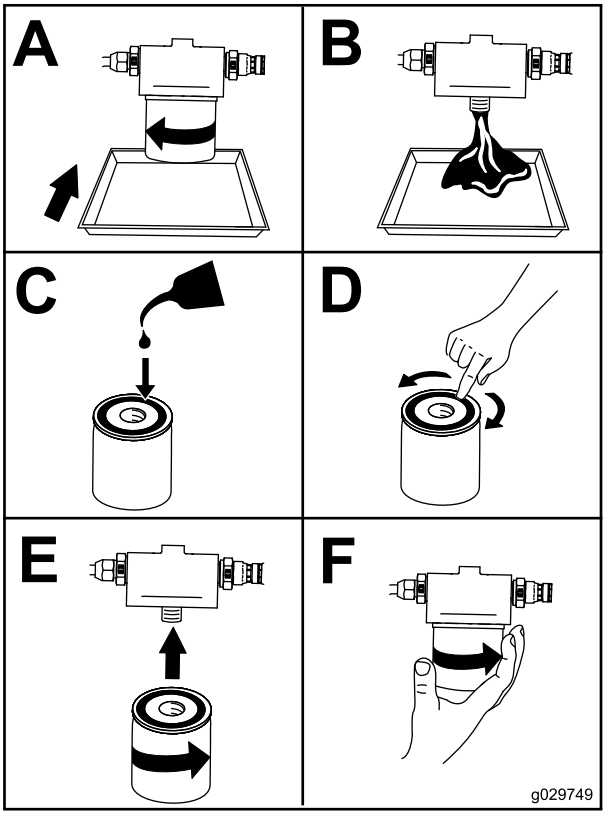

**Rysunek 47**
7. Wymień filtr oleju (Rysunek 47).